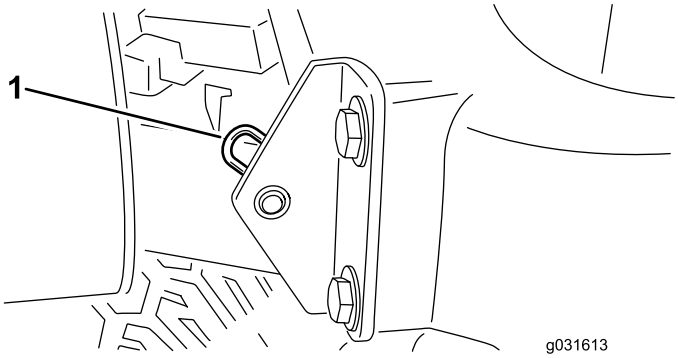

Bild 33
2. Entfernen Sie den Splint, mit dem das Gelenk der Motorhaube an den Befestigungshalterungen befestigt ist (Bild 33).